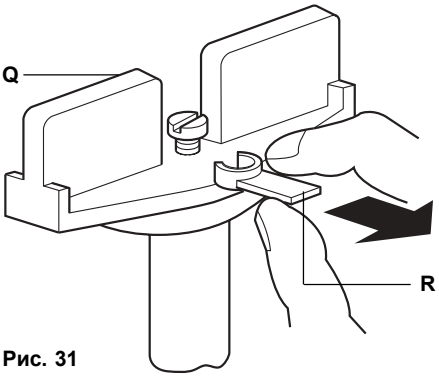
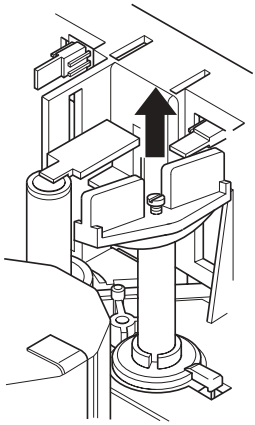

Рис. 31
Рис. 32
Снимите стопор (**R**) (Рис. 31), потяните преужинную ручку (**Q**) вверх и освободите механизм (см. Рис. 32). Не выбрасывайте стопор (**R**), он может еще пригодится в будущем.
4. Поворачивайте ручку **(Q)** (Рис. 31) до тех пор, пока шток не окажется в среднем положении.